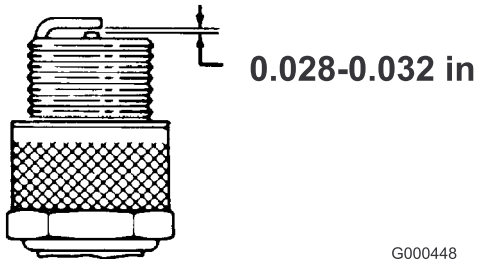

Figur 24
3. Ställ in luftgapet på 0,07 till 0,08 cm (Figur 24).